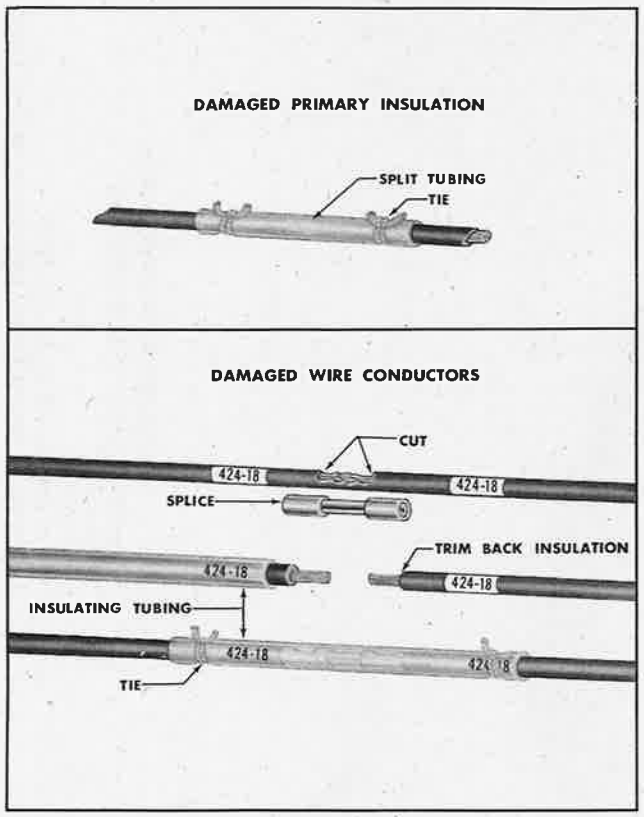

Figure 447—Wire Repair
2. WIRE REPAIR. *(See figure 447.)*